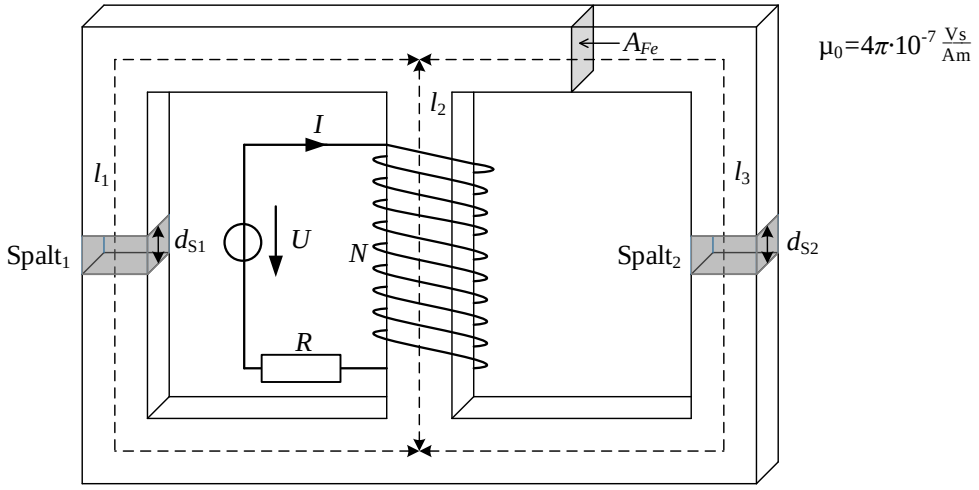

Abbildung 4.1: Magnetischer Kreis
Gegeben sei die in Abbildung 4.1 dargestellte Spule (sowohl Streuflüsse als auch Wicklungswiderstände sind zu vernachlässigen). Die mittleren Wege im Eisen betragen $l_1 = l_3 = 20\,\text{cm}$ sowie $l_2 = 10\,\text{cm}$. Der Querschnitt $A_{\text{Fe}} = 550\,\text{mm}^2$ ist in der gesamten Anordnung gleich. Das Eisenmaterial sei nicht vormagnetisiert und weise im betrachteten Betriebsbereich keine magnetische Sättigung auf. Die Permeabilität des Eisenkerns beträgt $\mu_{\text{r,FE}} = 3300$. In den beiden Spalten 1 und 2 befindet sich ein Kunststoff. Die Spalte sind $d_{\text{S1}} = d_{\text{S2}} = 1\,\text{mm}$ dick. Nehmen Sie an, dass die Permeabilität des Kunststoffs $\mu_{\text{r,K}} = 1$ beträgt. Die Wicklung ist an eine Gleichspannungsquelle angeschlossen, welche einen Strom von $I = 2\,\text{A}$ in der Wicklung zur Folge hat.
1. Zeichnen Sie die Richtung des magnetischen Flusses für alle Schenkel des Kerns in Abbildung 4.1 ein. Zeichnen Sie das äquivalente Reluktanzmodell der Anordnung.